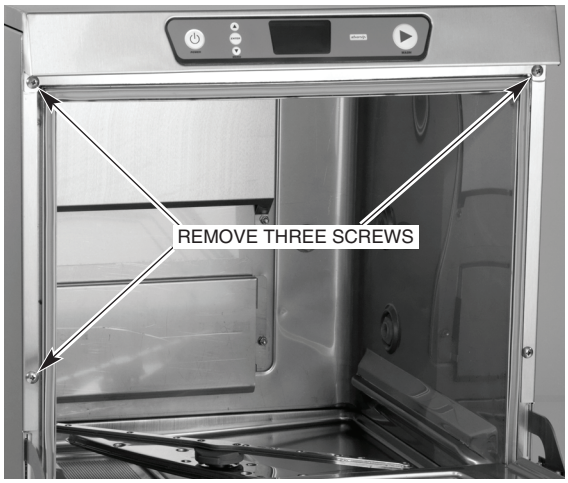

Fig. 2
2. Open door of glasswasher and remove the two left screws and the top right screw (Fig. 2). Pull top of unit forward approximately 1” and remove the left side panel.